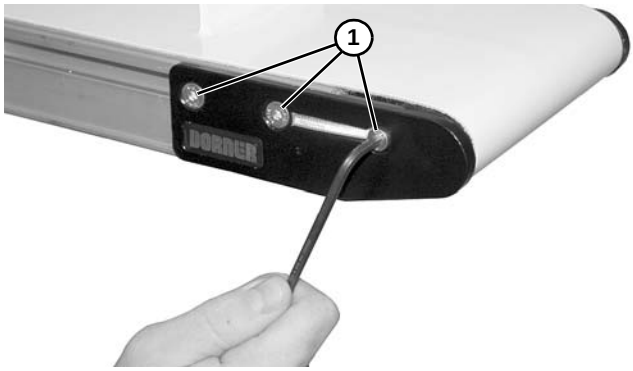

Abbildung 72
2. Die Kopfplatte über der Treibrolle anbauen und die Kopfplatte mit drei Schrauben am Rahmen des Förderbands **(Abbildung 72, Teil 1)** befestigen. Schrauben auf 7 Nm festziehen.